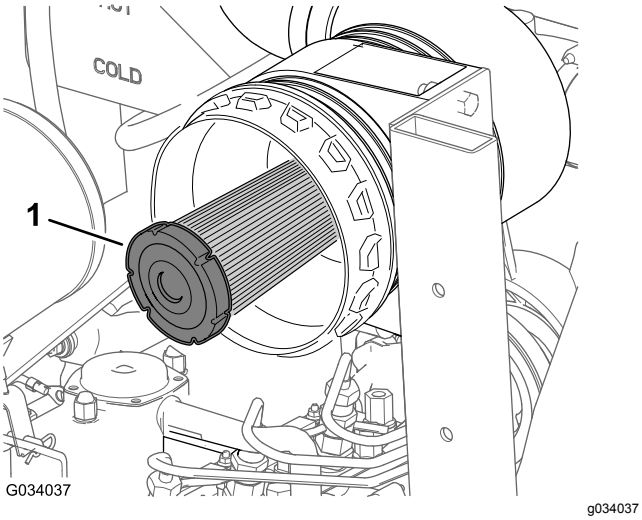

Figur 46
2. Kontroller om sikkerhetsfilteret for luftrenseren er fritt for støv og rusk (Figur 46).
Viktig: **Ikke prøv å rengjøre sikkerhetsfilteret (Figur 46). Erstatt sikkerhetsfilteret etter hver tredje overhaling av det primære luftfilteret.**